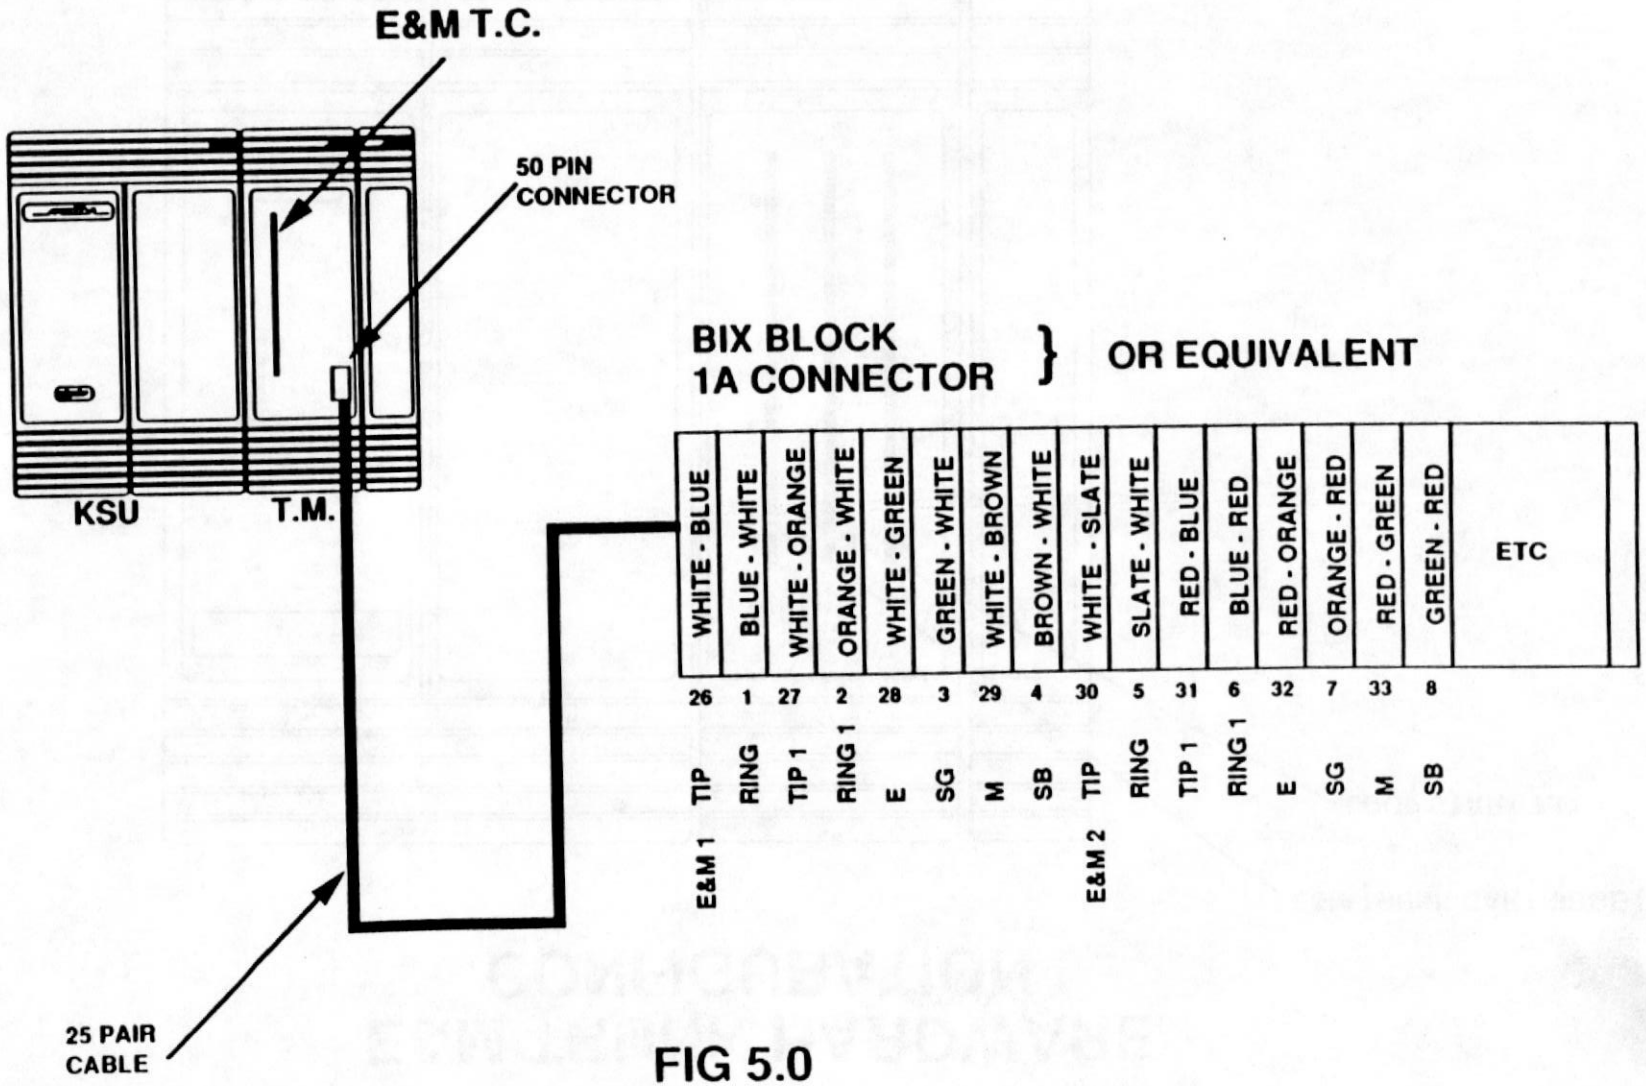

FIG 5.0
Physical wiring connections are shown in Fig 5.0. The Norstar E&M Type II requires all (8) leads to be connected. A transmission conversion unit (Voice Com or equivalent) could be used to convert Type I (6) wire to the required Norstar Type II (8) wire requirements.